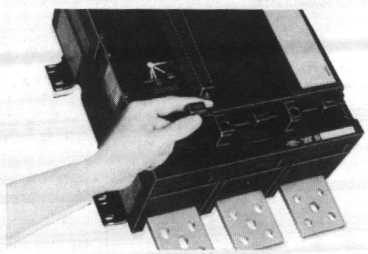

Figure 19
d. Insert the new rating columns, Figure 19, and replace the cover.